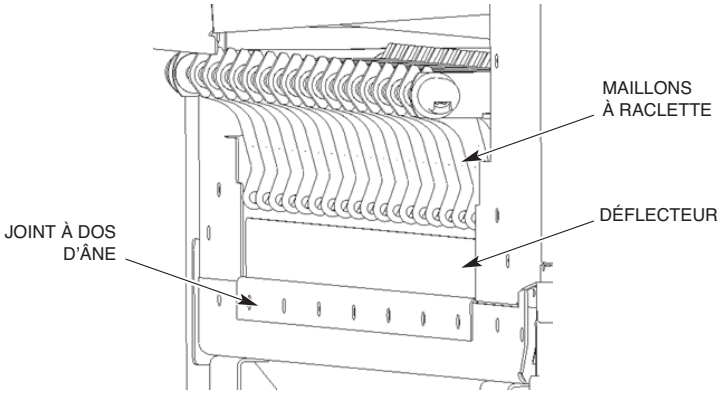

Fig. 11
3. Si la machine est équipée d'un assemblage de bande transporteuse CC de type standard, installez les déflecteurs et les joints à dos d'âne à l'aide des mêmes accessoires. Assurez-vous que les déflecteurs sont ajustés le plus profondément possible pour assurer que le déflecteur n'interfère pas avec les maillons de la bande transporteuse à raclettes (Fig. 11).